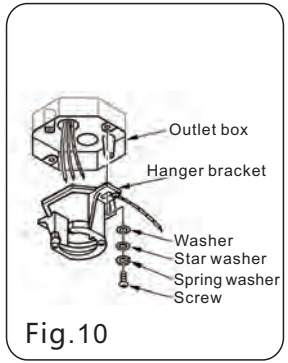

Fig.10
Paso 4: Asegure el soporte colgante en la caja de toma de corriente utilizando los tornillos incluidos en su caja de toma de corriente y las arandelas suministradas con el ventilador (Fig. 10).